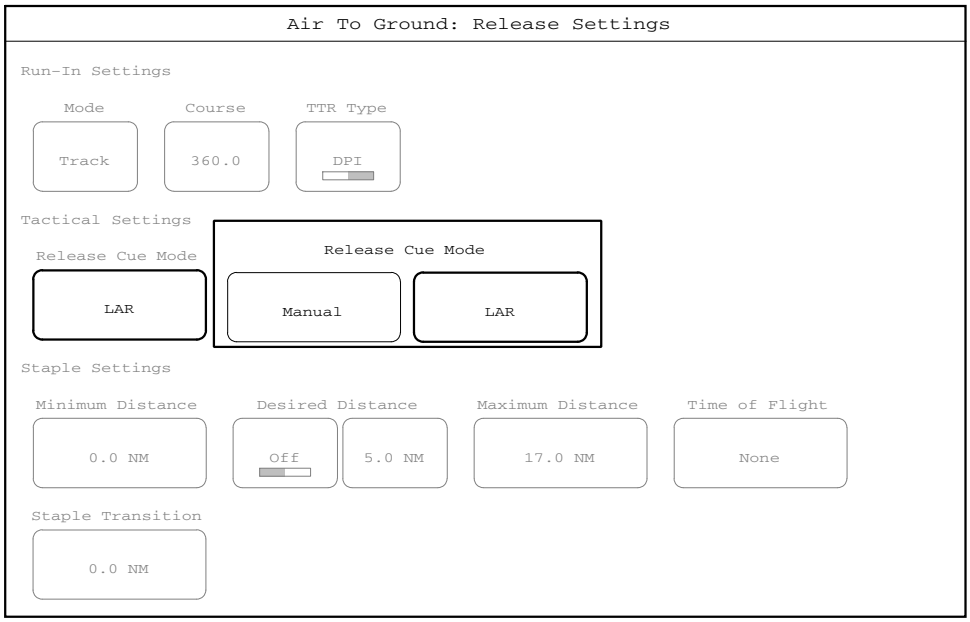

**Figure 1-98. Release Cue Mode.**
1.3.3.4.2 Tactical Settings. Under Tactical Settings is the Release Cue Mode button. When the Release Cue Mode button is selected, the Release Cue Mode window (Figure 1-98) will offer Manual, LAR, or WEZ options. Manual mode allows the operator to input values under Staple Settings. WEZ/LAR mode will provide the operator with automatically updated Time of Flight (TOF) if the target is within the WEZ/LAR as well as minimum and maximum release distance values calculated by the CWL server. These values will continuously change with movement of the RPA. The Range of Desire Launch (RDL) value may be input by the operator if desired. WEZ/LAR mode is the default setting.